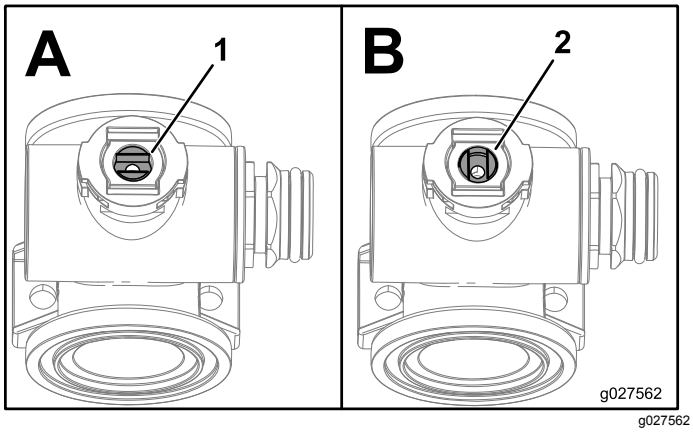

Figur 71
1. Placer ventilspindelen, så den er i lukket position (B i Figur 71).
3. Drej ventilspindelen, så kuglen er i åben position (A i Figur 71).
7. Drej ventilspindelenheden, så ventilen er lukket (B i Figur 71)